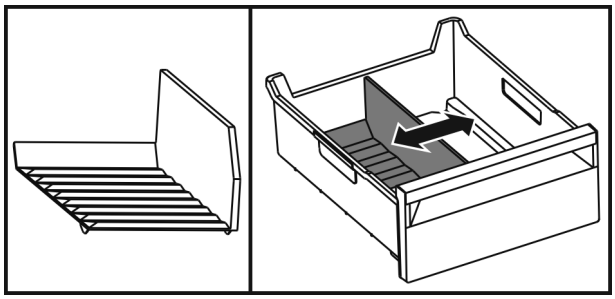

Fig. 48
▶ Підняти відділювач ззаду *Fig. 48 (1)*.
▶ Вийняти рухом вгору *Fig. 48 (2)*.